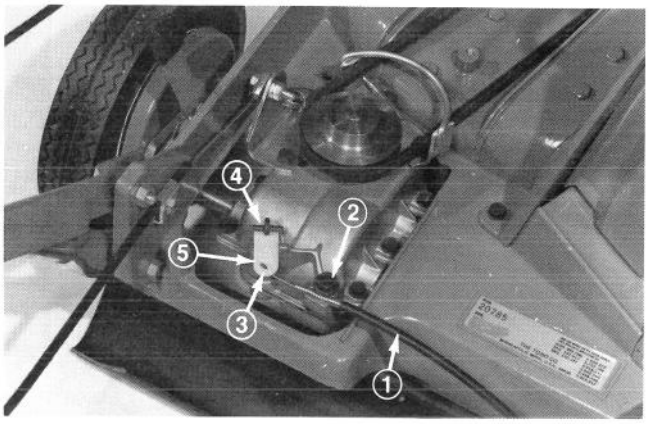

Figure 37
4. Loosen the capscrew securing the ground speed control cable (Fig. 37, item 1).
6. Push transmission control lever to right in direction of cable clamping capscrew as far as possible, hold in position and tighten capscrew (Fig. 37).